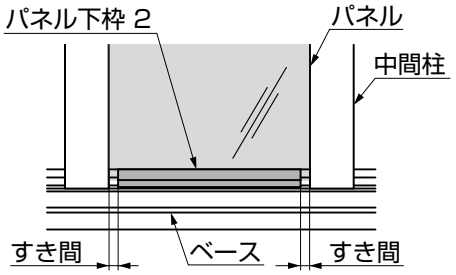

図6-2
- ●パネル下枠 2の長さは、柱間の長さより数mm短くなっていますので、左右のすき間が均等になるように取付けてください。すき間がないと柱フタが取付かなくなります。(図6-2参照)
②ベース化粧材 内をベースに、【11-1】または【12-1】で取付けてください。
③パネル枠フタを、ベース化粧材 内に、はめ込んでください。